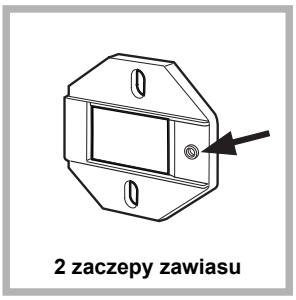

Rys. 1
- Zamontować zaczepy zawiasów na froncie urządzenia, tak aby otwór wskazany strzałką na *rys. 1* umieszczony był w kierunku do wewnątrz, i podkładając przekładkę *(rys. 4/B)*; do montażu użyć śrub typu **C**.